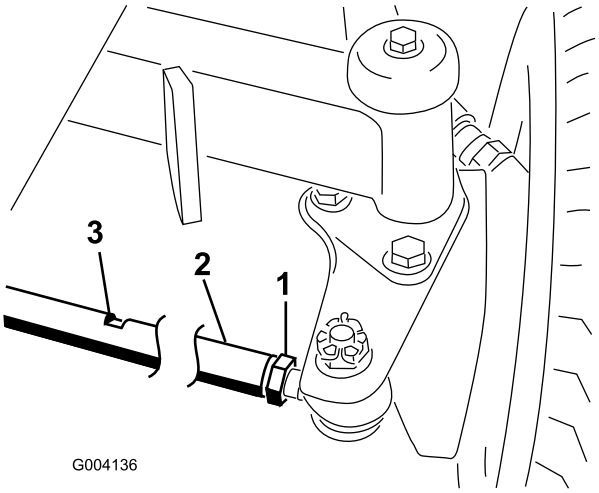

Figur 67
2. Lossa kontramuttern i båda ändar av dragstången (Figur 67).